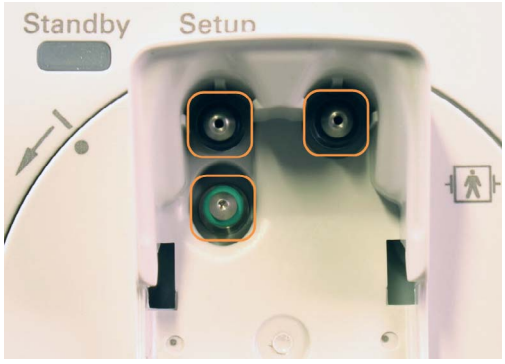

Figure 1
- Do not clean the monitor ports shown in Figure 1.